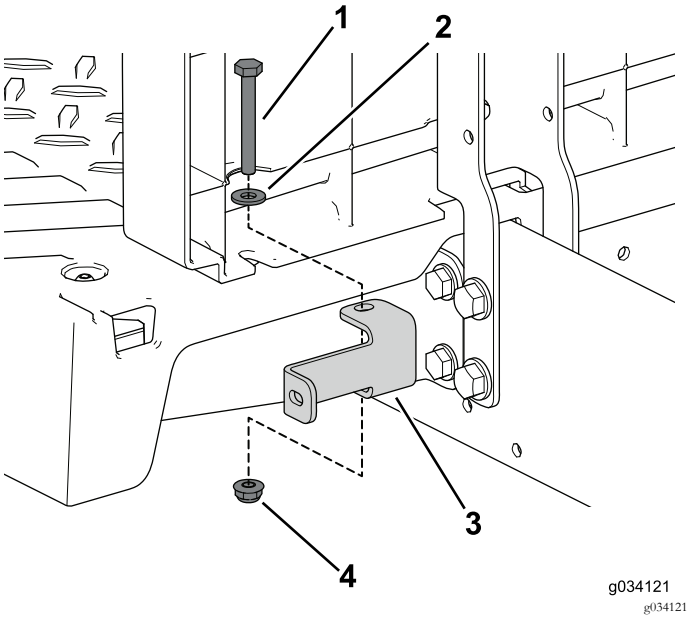

Figur 86
7. Bruk de to boltene (1/4 x 2 tommer), skiven og låsemutteren til å feste den venstre og høyre panelbraketten på maskinen (Figur 86).
8. Bruk de fire selvgjengende skruene til å feste det venstre sidedekselet til seteenheten (Figur 86).